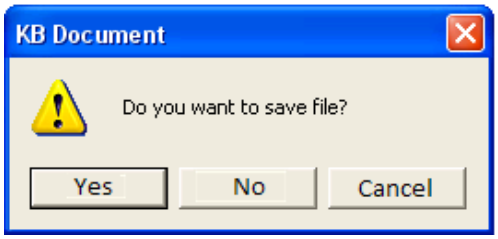

Figure 8.9-17. Exit without saving the layout
- As a result dialog window prompting to save the file with the Special keyboard device layout will open. Click No to exit without saving the layout (Figure 8.9-17).